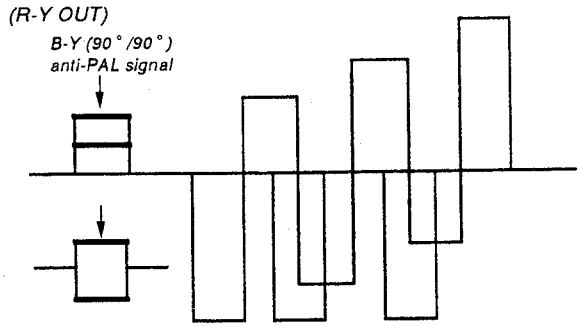

Fig. 22
2) Adjust CHROMA NTSC 443 ACC OFF in the same manner as 9-4). (Fig. 22)
4) Adjust B-Y PHASE PAL so that the B-Y anti-PAL signal waveform is 0. (Fig. 22)